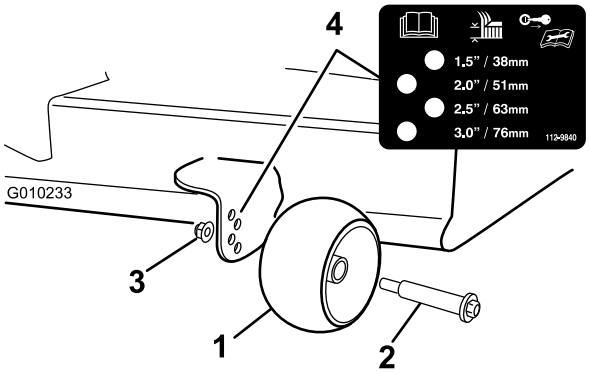

Figur 23
3. Juster antiskalperingsrullerne som vist i Figur 23 for at matche den tætteste klippehøjdeposition.